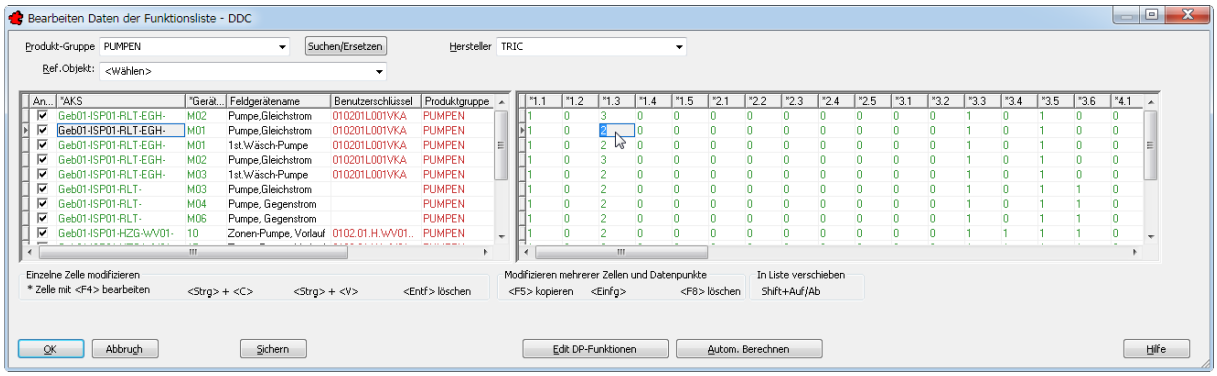

Bild 23.14 – Globales Editieren einer Pumpe
- Wählen Sie die Pumpe *M01* des Automationsschemas *Kellerzentrale, Raumluft, Erdgeschoss, Mit Artikel,* also des Benutzerschlüssels *Geb01-ISP01-RLT-EGH* (Abb. 23.14).